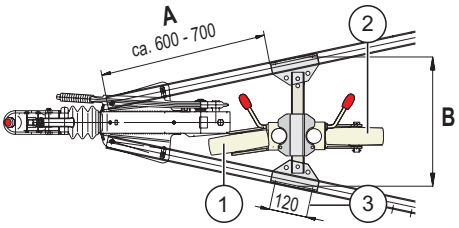

Bild 2
a. Zona de montaje aprox. 600-700 mm desde el inicio de las lanzas (Bild 2 -A)
c. Comprobar el espacio libre para la rueda jockey (Bild 2 -1 o 2)
- Hacer los agujeros Ø 12,5 +0,5 (*Bild 2* -**3**) los lugares deseados: